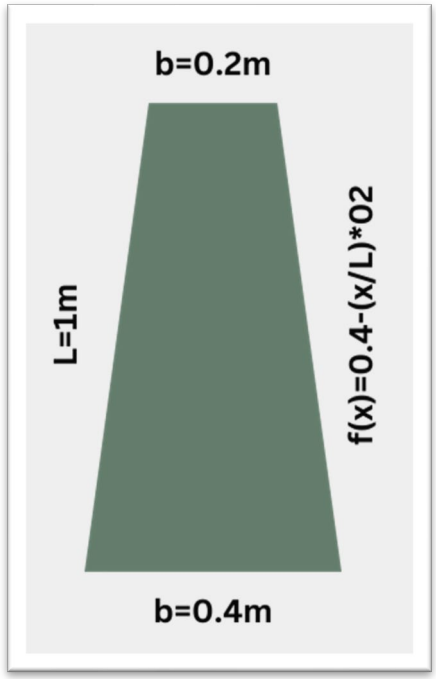

*Figure 2.2: Variable Cross-section from C to D*
*here b and h are variable* (Figure 2.2) *so a function is needed*